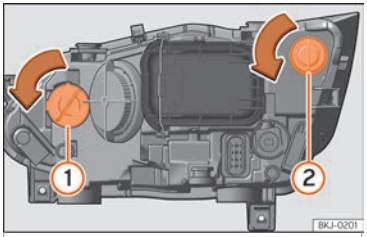

Fig. 55 In the engine compartment: turn signal light bulb ① and DRL (daytime running light) bulb ②.
– Turn the bulb holder ››› Fig. 55 ① or ② to the left and pull.